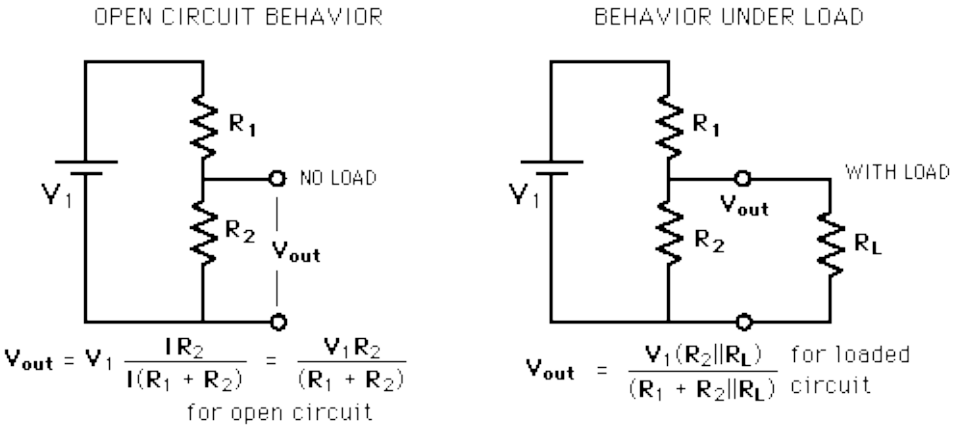

FIGURE 1 – Diviseur de tension, circuit ouvert et circuit avec charge.
1. Faites le montage de la figure 1 (à gauche), avec une tension (0-10 V) et des valeurs de résistances de votre choix (1-10 kΩ).
2. Comparez la tension d'entrée et la tension de sortie avec votre multimètre. Retrouvez la formule indiquée à la figure 1 à partir de la loi d'Ohm, et comparez vos mesures avec votre calcul. Tenez compte des erreurs.
3. Ajoutez une charge à la tension de sortie (figure 1 à droite). Mesurez et calculez la tension sur cette charge.